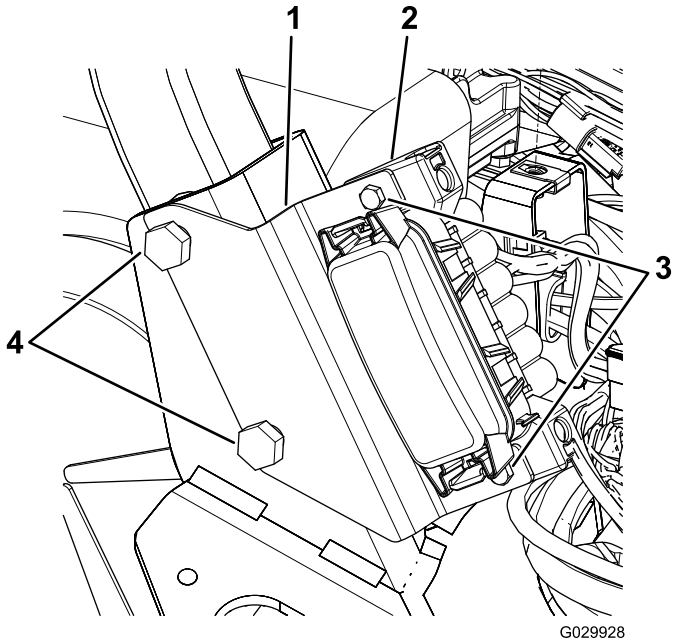

Figura 11
1. Desaperte as duas porcas e parafusos que fixam o lado direito do ROPS à estrutura da máquina (Figura 11).
2. Alinhe as ranhuras no suporte do bloco de fusíveis com os parafusos como se mostra na Figura 11.
4. Utilize os dois parafusos para prender o bloco de fusíveis ao suporte (Figura 11).